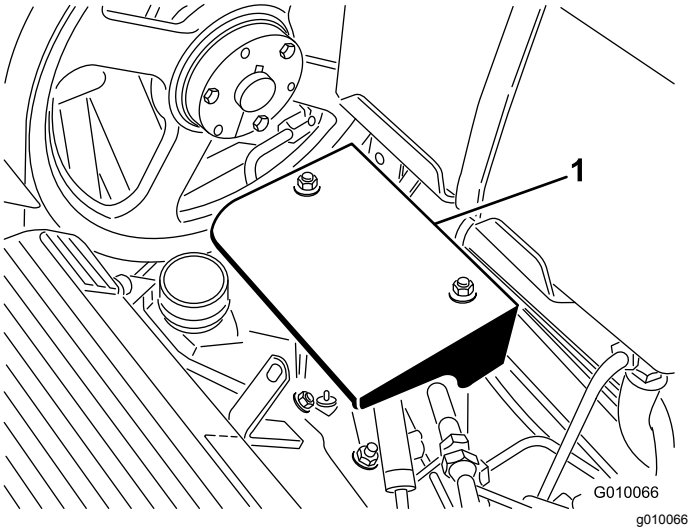

Rysunek 57
3. Odkręć dwie nakrętki montażowe osłony pompy i zdejmij osłonę (Rysunek 57).